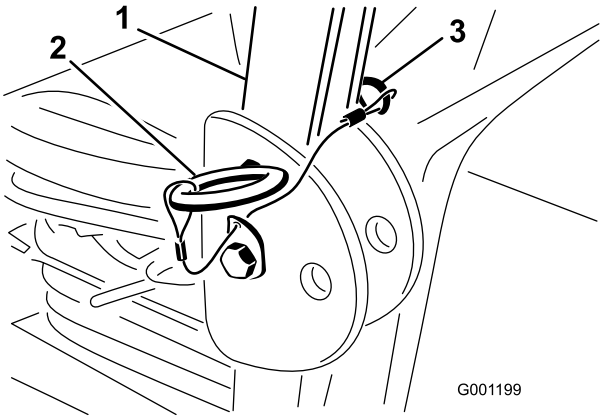

Figur 30
1. Ta bort hårnålssprintarna och de två tapparna för att sänka ned störtbågen (Figur 30).
3. Sätt tillbaka de två tapparna och säkra dem med hårnålssprintarna (Figur 30).
4. Fäll upp störtbågen genom att lossa hårnålssprintarna och ta bort de två tapparna (Figur 30).
5. Fäll upp störtbågen till upprätt läge, sätt i de två tapparna och spärra dem med hårnålssprintarna (Figur 30).